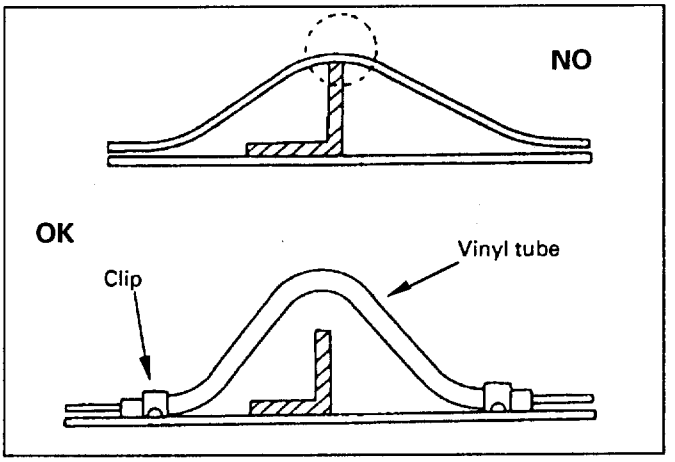

Fig. 8-15
4. Position the wiring harness with enough clearance from the other parts and guard the wiring harness with a vinyl tube and clips to avoid direct contact (Fig. 8-15).